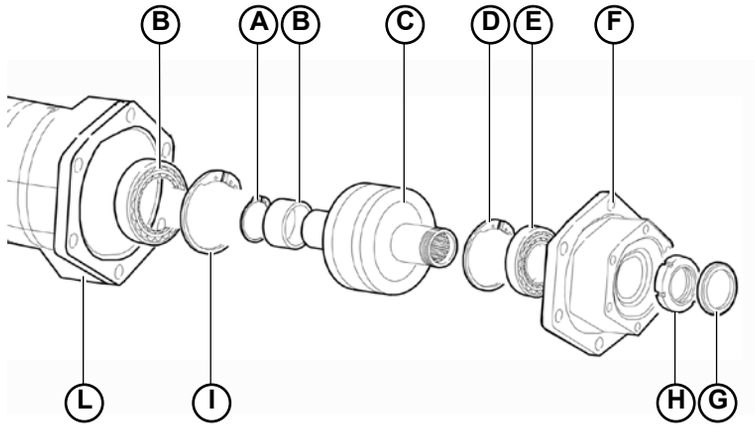

Fig.2
- Hot-install the bearing (**B-Fig.2**) inner race on the coupling shaft (**C-Fig.2**) and fasten it by means of the snap ring (**A-Fig.2**).
- Install the bearing (**B-Fig.2**) outer ring in the carrier (**L-Fig.2**) by means of a pad and lock it into its seat by means of a snap ring (**I-Fig.2**).
- Install the bearing (**E-Fig.2**) outer ring in the flange (**F-Fig.2**) by means of a suitable pad and lock it into its seat by means of a snap ring (**D-Fig.2**).
- Lock the flange by means of P/N 62395070 tool, install the flange (**F-Fig.2**) to the viscous coupling (**C-Fig.2**) and lock the ring nut (**H-Fig.2**) by means of P/N 62395059 special tool, tighten to the prescribed tightening torque and use Molycote 1000:
- Caulk the ring nut (**H-Fig.2**).
- Replace the oil seal (**G-Fig.2**) anyway.